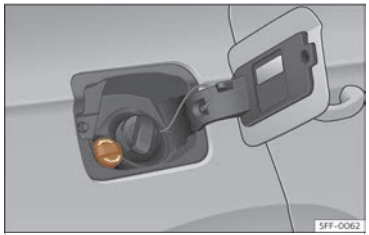

Fig. 209 AdBlue tank cap®.
- Open the tank flap >>> **Fig. 209**.
- Turn the SCR tank cap anti-clockwise >>> **Fig. 209**.